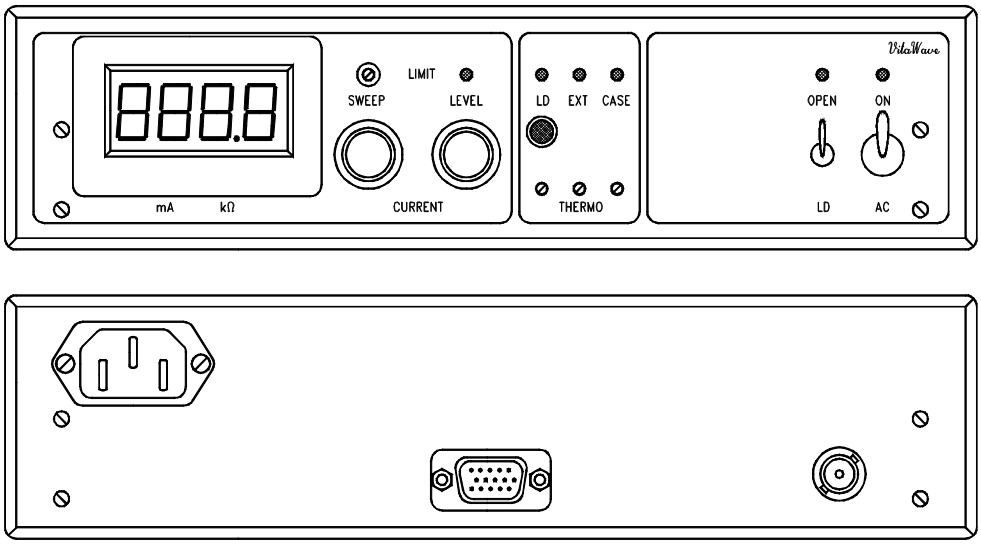

Рис. 2. Вид спереди и сзади на блок управления оптическим усилителем.
Передняя панель блока управления разделена на несколько функциональных зон, отражающих работу источника тока (CURRENT), контроллеров температуры (THERMO), и шунта лазерного диода (LD) (Рис.2).